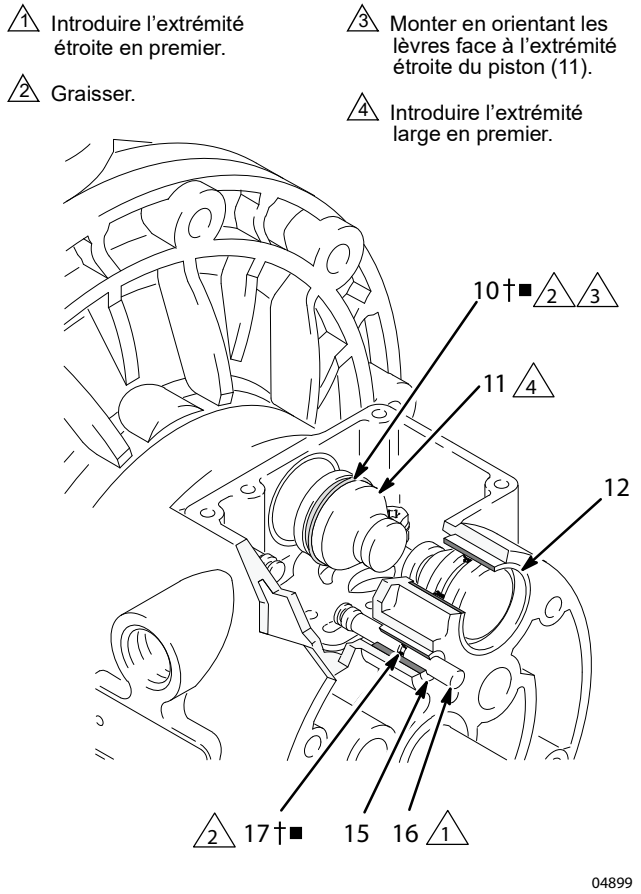

Fig. 9
4. Tirer les deux pistons d'actionnement (11) des paliers (12). Enlever les joints en coupelle (10†) des pistons. Tirer les tiges de commande (16) hors des paliers (15). Enlever les joints toriques (17) des tiges de commande. Voir FIG. 9.
6. Vérifier les paliers (12, 15) en place. Voir FIG. 9. Les paliers sont coniques et doivent être enlevés de l'extérieur s'ils sont endommagés. Pour cela, il est nécessaire de démonter la partie produit. Voir page 23.
4. Placer un joint torique (17†) sur chaque tige de commande (16). Graisser les tiges et les joints toriques. Introduire les tiges dans les paliers (15), extrémité ***étroite*** en premier. Voir FIG. 9.
5. Installer un joint en coupelle (10†) sur chaque piston d'actionnement (11) en orientant les lèvres des joints vers l'extrémité ***étroite*** des pistons. Voir FIG. 9.
6. Lubrifier les joints en coupelle (10†) et les pistons d'actionnement (11). Introduire les pistons d'actionnement dans les paliers (12), extrémité ***large*** en premier. Laisser l'extrémité étroite de chaque piston exposée. Voir FIG. 9.